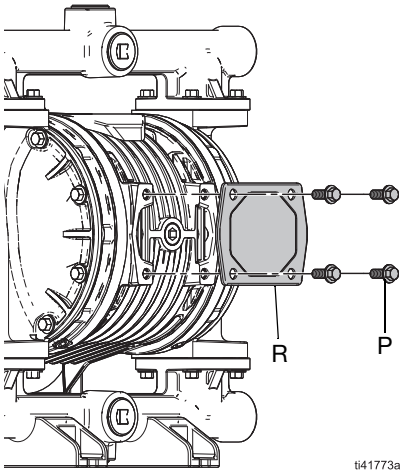

FIG. 5: Rimozione di dispositivi di fissaggio e piastra, pompe certificate per l'uso solo in atmosfere esplosive o aree pericolose (classificate)
2. **Pompe certificate per l'utilizzo esclusivamente in atmosfere esplosive, o in luoghi (classificati) pericolosi:** Rimuovere i fissaggi (P) e la piastra (R). Vedere FIG. 5.